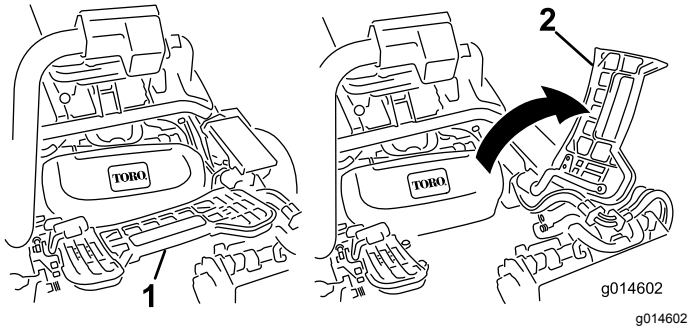

**Figur 42**
1. Hæv fodstøtten, og vip den åben, så du får adgang til klippeenhedens midterste position (Figur 42).